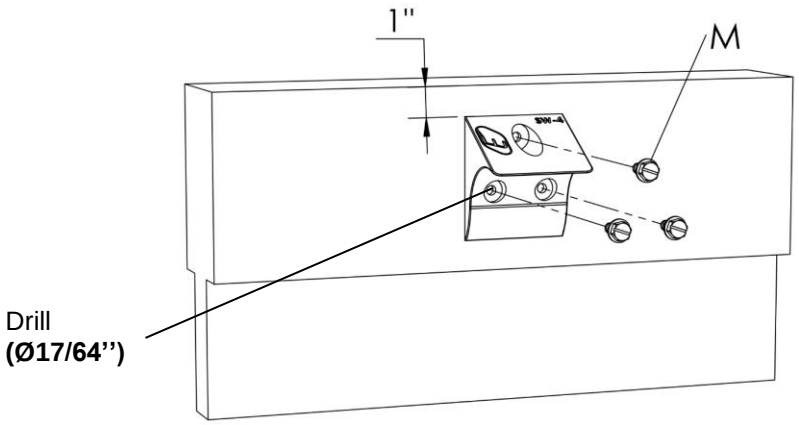

Figure 5
7. **Figure 5.** Position the SW-4 blocks (1) 1” from the upper rail.
8. Drill (Ø17/64’’) and install the screws (M).